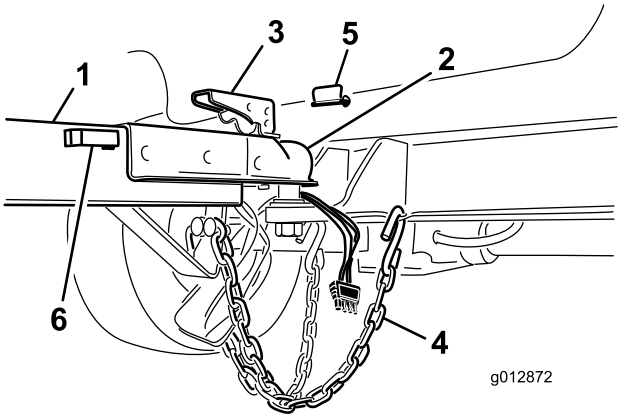

Figur 8
5. Opbevar stikket til ledningsnettet i hylsteret til bugsertrækkets rør (Figur 8).
2. Løft koblingsgrebet på anhængertrækstangen, mens dækslet sænkes ned over kugletrækket (Figur 8).
4. Monter pinden for at låse koblingsgrebet (Figur 8).
5. Kryds sikkerhedskæderne, og fastgør dem til hullerne på trækket (Figur 8).